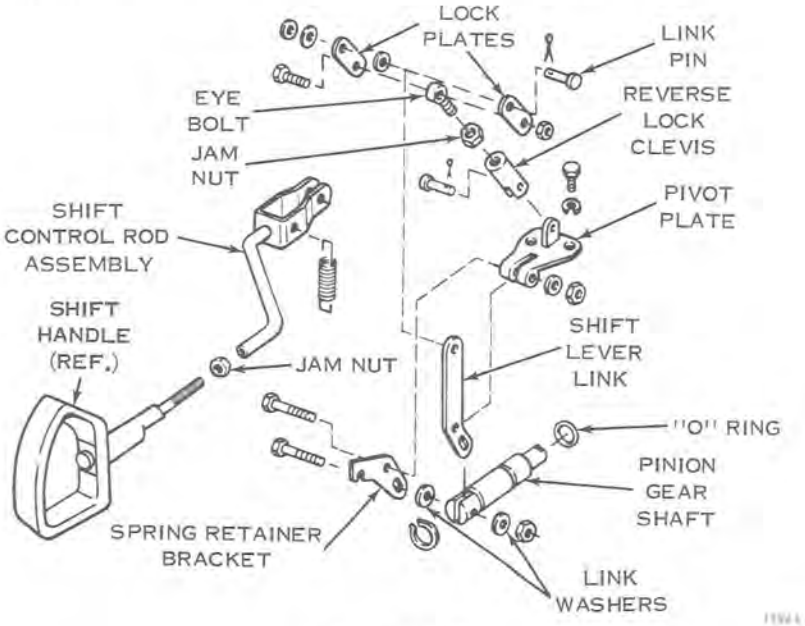

Figure 10-27
a. Be sure that the linkage has been correctly assembled. See Figure 10-27.
c. Attach end of control rod to linkage. See Figure 10-27. Attach assist spring.